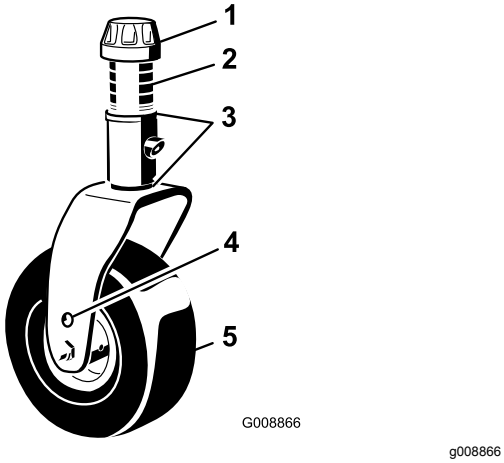

Figuur 105
1. Verwijder de klemkapjes van de spilas en schuif de as uit de zwenkwielarm (Figuur 105). Verplaats indien nodig de opvulstukken om het zwenkwiel hoger of lager te zetten totdat het maaidek de correcte schuinstand heeft